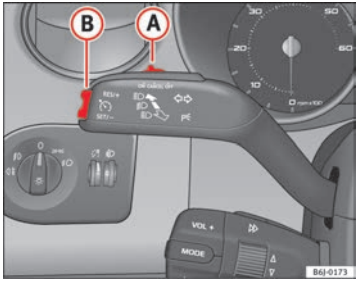

Fig. 104 Turn signal and main beam headlight lever: switch and rocker switch for the cruise control
– Move the control ⇒ fig. 104 (A) to the left to **ON**.